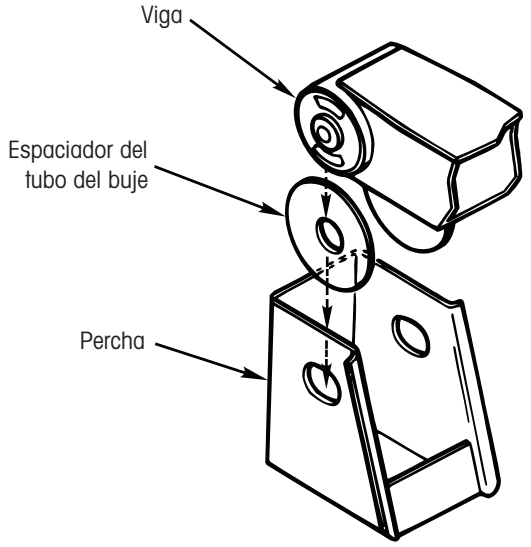

Figura 21. Instalación de la viga
2. Coloque el buje pivote de la viga en las perchas. También instale los espaciadores del tubo del buje en este momento (Figura 21).